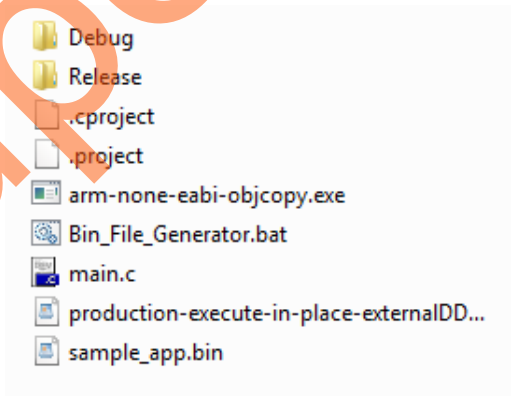

Figure 22 • **Bin File Generator**
2. Double-click the batch file `Bin-File-Generator.bat` located at: *<download_folder>sf2_code_shadowing_to_ddr_from_emmc_df\sample_application\sample_app* folder, as shown in Figure 22.